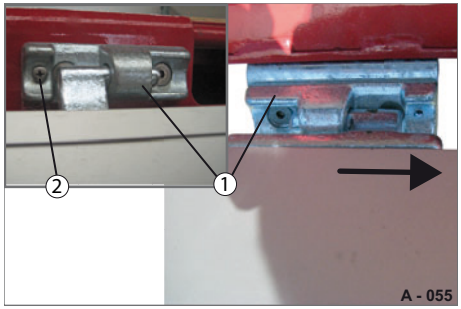

Abb. 50 Bordwand im Scharnier entsichert
▶ Schrauben Sie die Schraube (Abb. 50/2) heraus.
▶ Schieben Sie die Bordwand in die Scharniere (Abb. 50/1) ein.